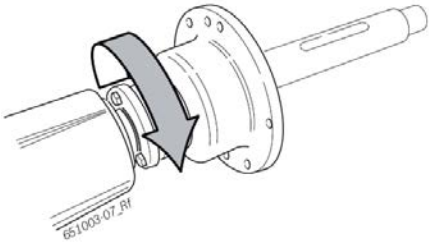

Рис. 10. Поворот стопорного кольца..
7. Поверните стопорное кольцо (рис. 10).